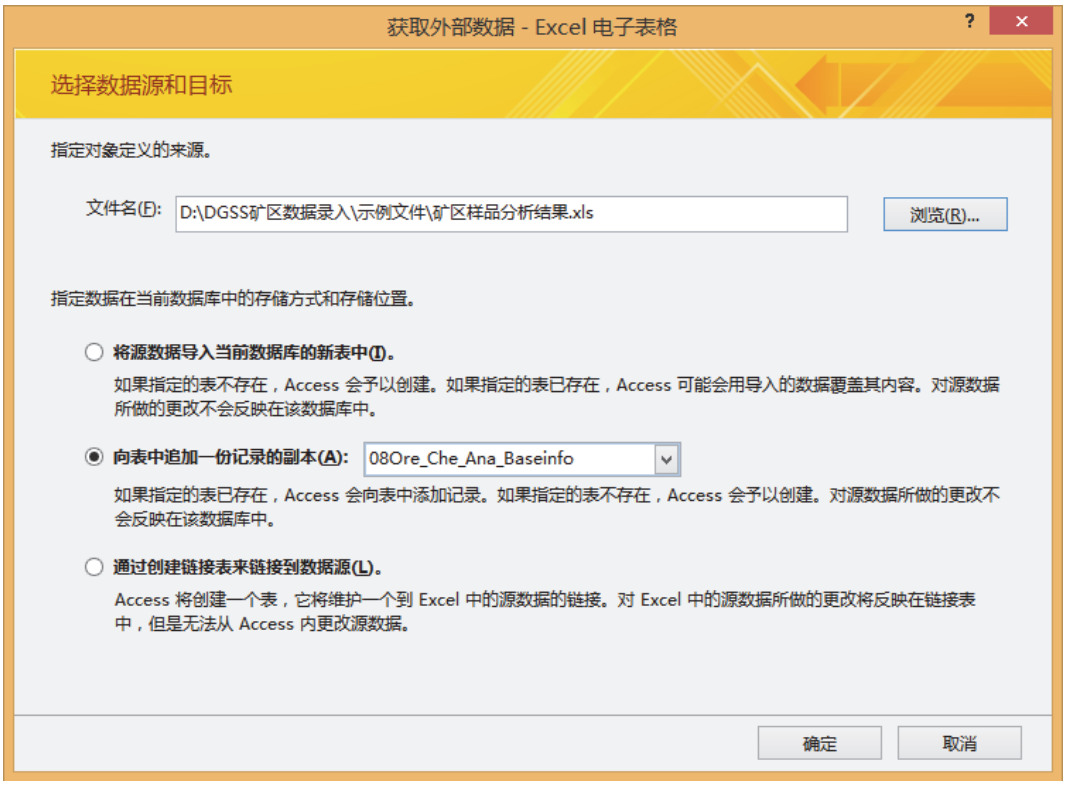

图 7-6
5. 在弹出的“获取外部数据”对话框（见图 7-6）中，点击“浏览”按钮，指定“矿区样品分析结果.xls”文件的位置，在“向表中追加一份记录的副本”下拉框中选择“08Ore_Che_Ana_Baseinfo”，然后点击确定；